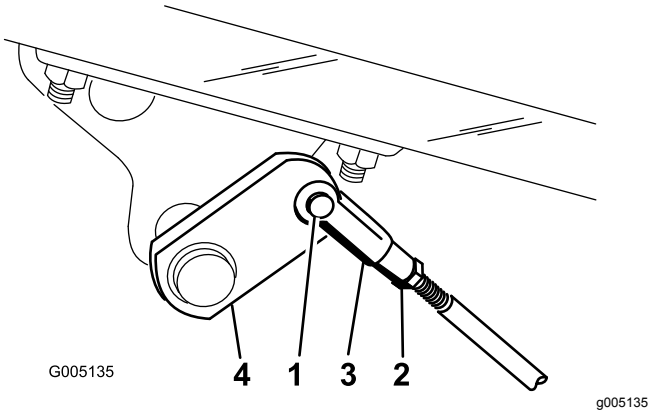

Figur 49
A. Afmonter bremsestængerne ved at fjerne låseclipsen og gaffelbolten (Figur 49).
B. Løsn kontramøtrikken, og juster gaffelstykket tilsvarende (Figur 49).
C. Monter gaffelstykket på bremseakslen (Figur 49).